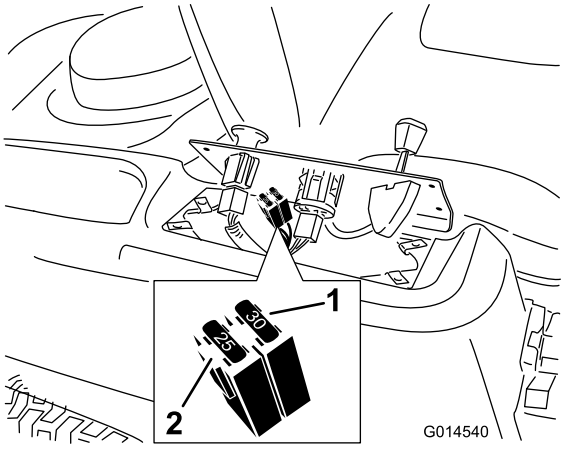

Figur 45
2. Lyft upp kontrollpanelen så att du kommer åt huvudledningen och säkringsblocket (Figur 45).
3. Byt ut en säkring genom att dra ut den (Figur 45).